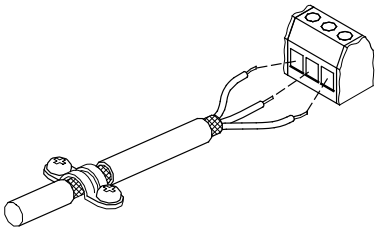

Рис. 7 Соединение оплетки и проводов экранированного кабеля с колодкой
- Экранирование кабелей должно выполняться подключением обоих концов кабельной оболочки на массу насоса. Край экранирующей оболочки должен находиться на минимально возможном удалении от клемм, см. рис. 7.